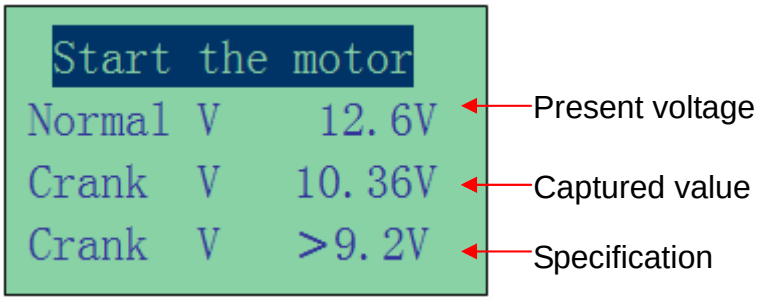

Figure 26
1. From the main MENU, select 'Cranking' by scrolling down using key. (Fig.26)
2. Press ENTER key to continue and the display will show: (Fig.26)